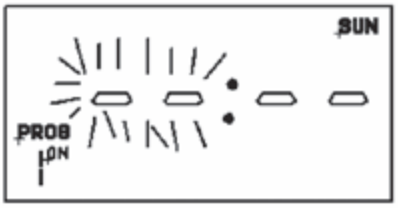

Figure B-10: Setting ‘ON’ / ‘OFF’ times (Sunday)
7. Set ON/OFF times as before. Press ‘PROG’ to move to the next linked day (SUN follows the SAT automatically). Refer to Figure B-10.